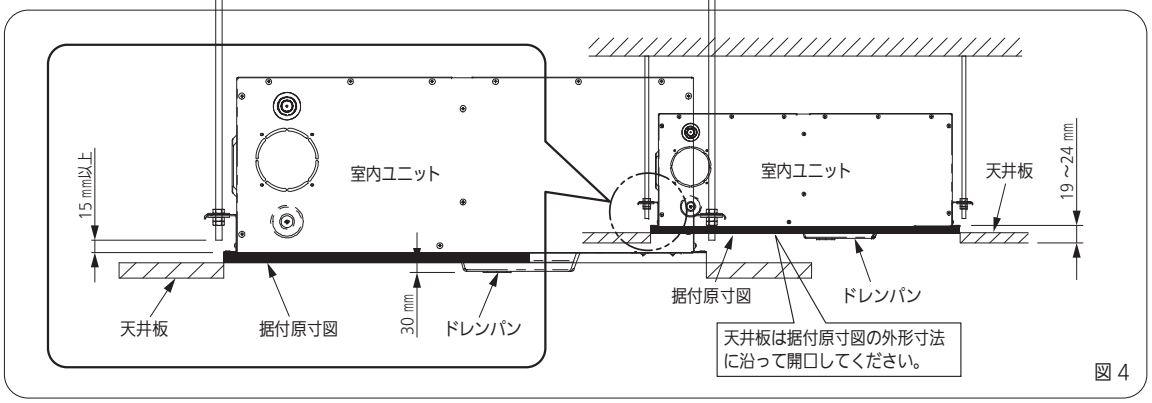

図 4
本ユニットのドレンパンには下図（図4）のようにユニットより30mm出ています。 据え付け時に注意してください。
2. 吊りボルトの長さは、下図（図4）のように本体下面から 15 mm以上 隙間があくようにしてください。